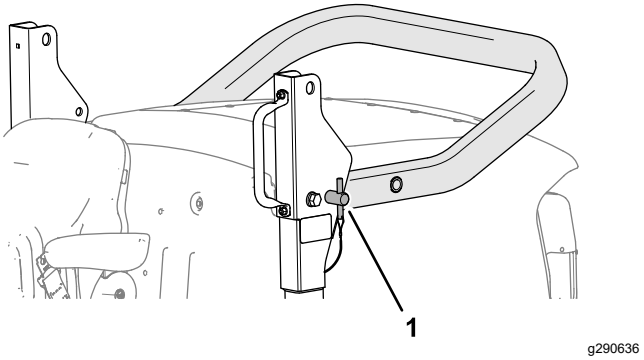

Figur 28
2. Fjern styrtbøjlestifterne fra aksebeslagene (Figur 28).